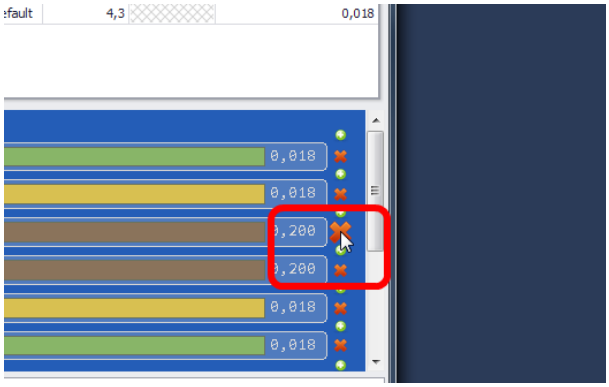

Рис. 667. Удаление слоя
3. Нажать на кнопку удаления слоя , для выбранного слоя. Кнопки удаления расположены в правой части схемы слоев, см. Рис. 667.